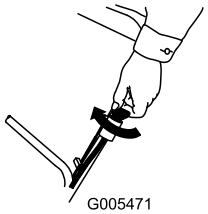
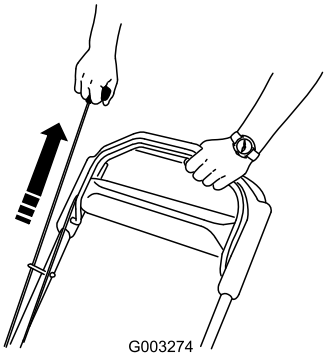

Figur 14
Figur 15
2. Drej tændingsnøglen (kun model 20796) (Figur 14), eller træk i tilbageslagsstarthåndtaget (Figur 15).